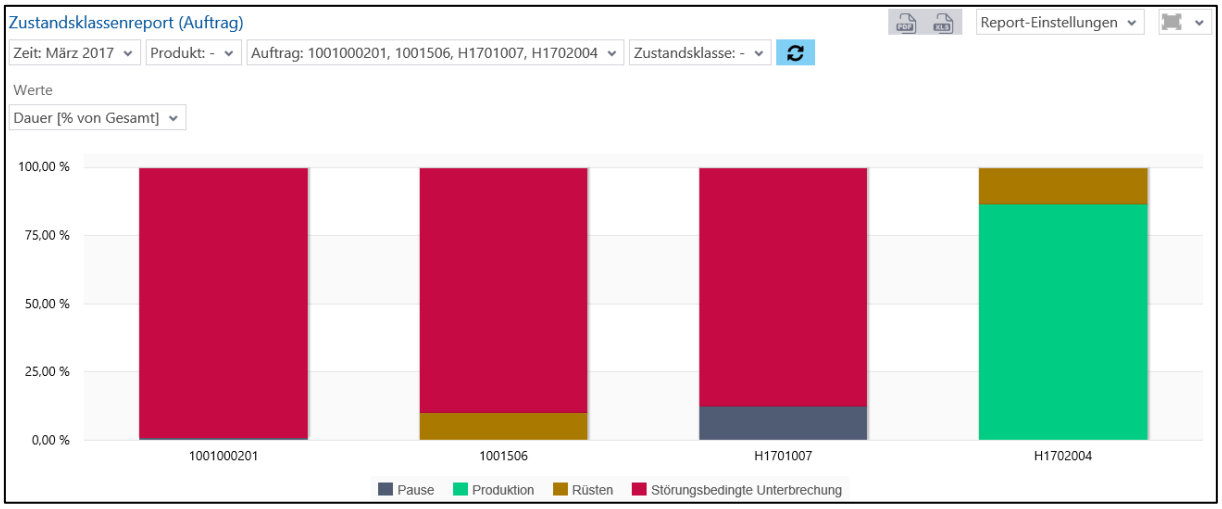

**Bild 79: Zustandsklassenreport (Auftrag) als Säulendiagramm**
- Zustandsklassenreport (Auftrag) als Säulendiagramm (Bild 79):